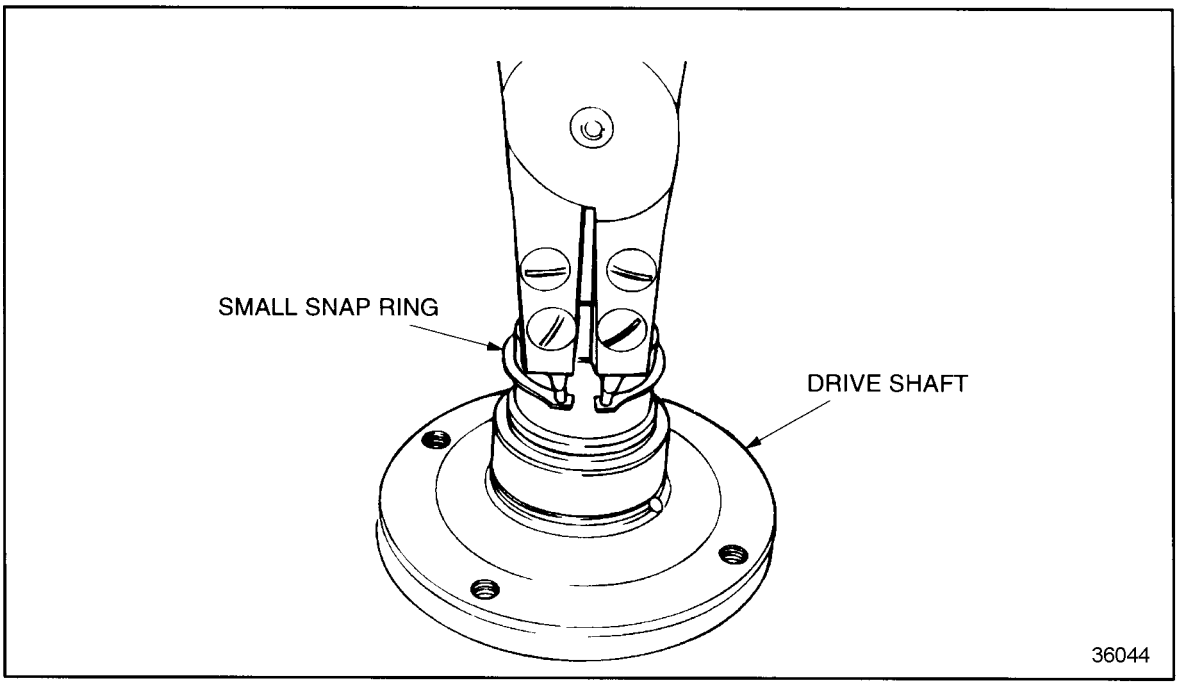

Figure 10-24 Roller Bearing Inner Race Snap Ring Removal
20. Using snap ring pliers, remove the small snap ring retaining the roller bearing inner race on the air compressor drive shaft. See Figure 10-24.